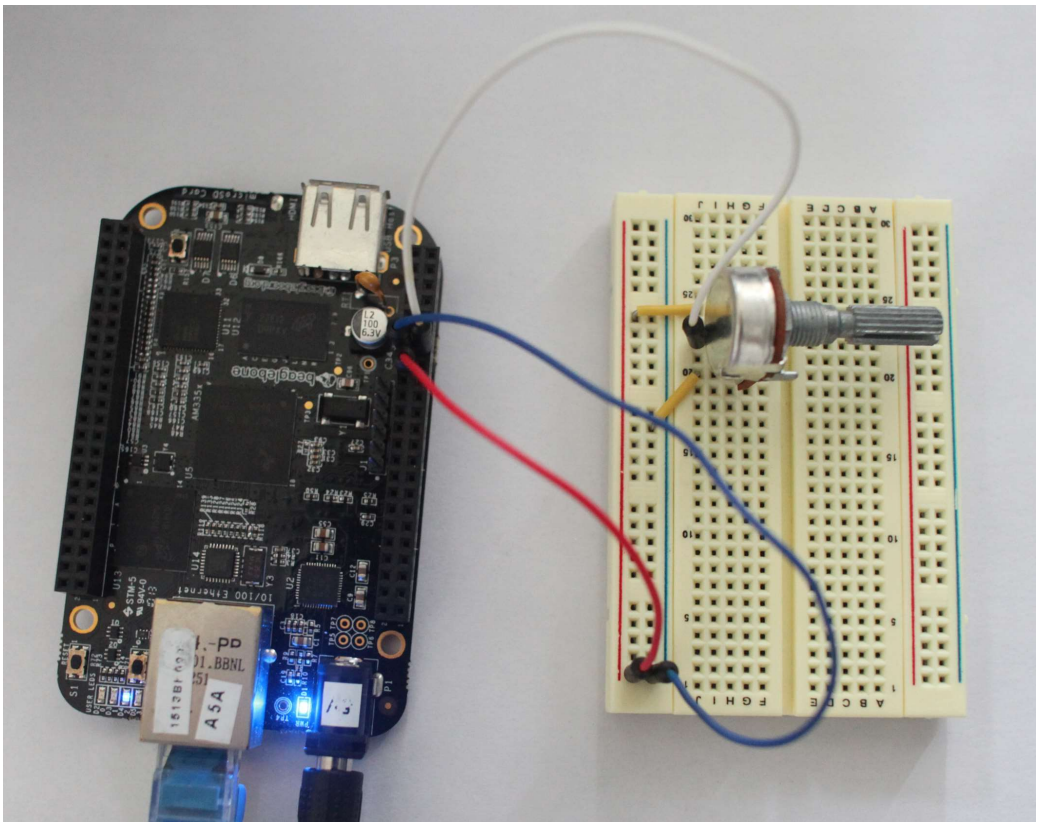

Figure 5-4. *Connecting a potentiometer to pin 32 on header P9*
3. Insert the 2K potentiometer into the breadboard as shown in Figure 5-4.